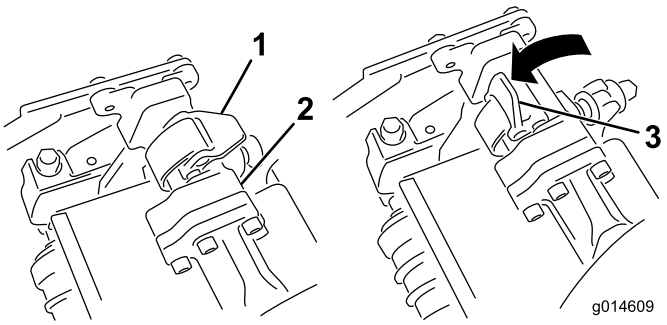
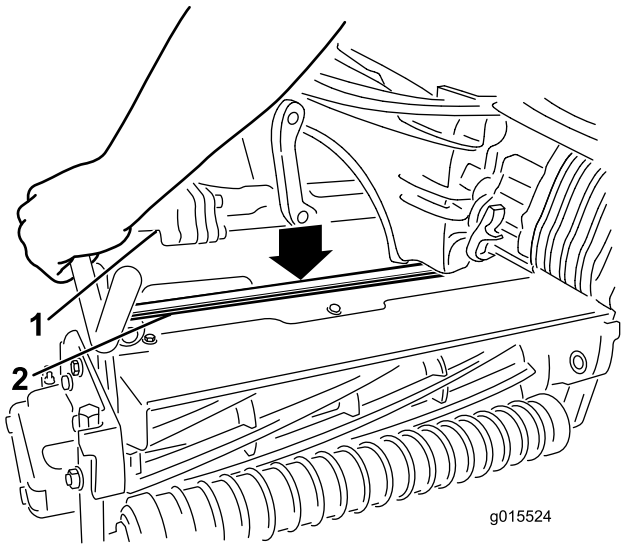

**Figur 32**
**Figur 33**
4. Låt spärrarna på upphängningsarmstången peka uppåt (dvs. de ska vara öppna) (Figur 32) och tryck upphängningsarmen nedåt så att stången passar över stången över ovansidan av klippenheten (Figur 33).
5. Fäll spärrarna nedåt och runt klippenhetsstången och lås dem på plats (Figur 32).
5. Öppna spärrarna på upphängningsarmstången på den klippenhet som du tar bort (Figur 32).